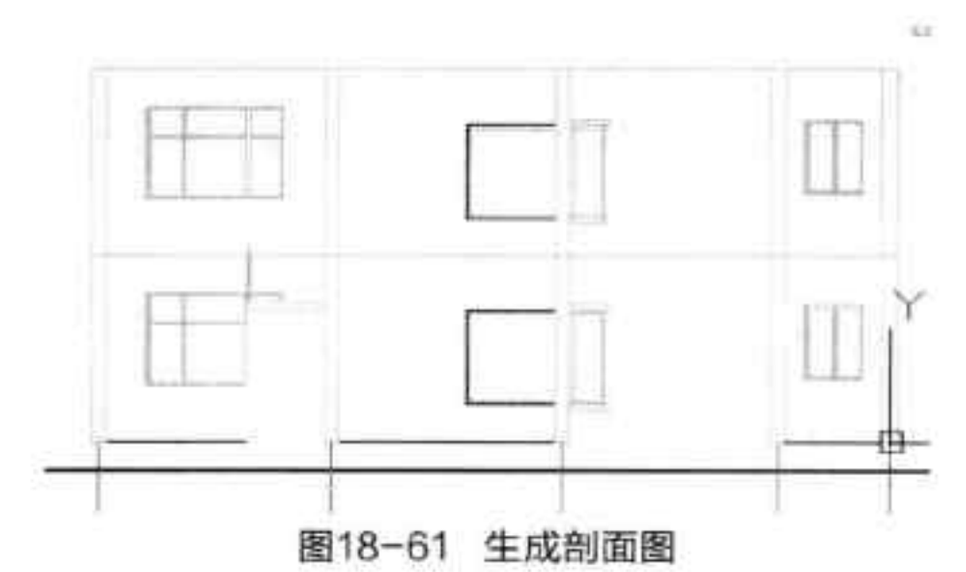

图18-61 生成剖面图
Step 05 稍等片刻，系统将生成相关剖面图，其结果如图 18-61 所示。